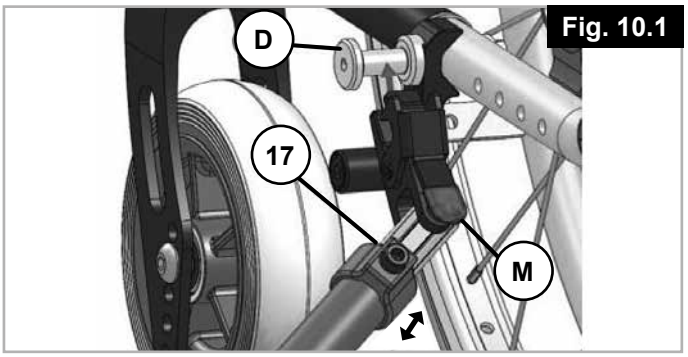

Fig. 10.1
10.1 Bevestigen van de duwondersteuning op de rolstoel (fig. 10.1)